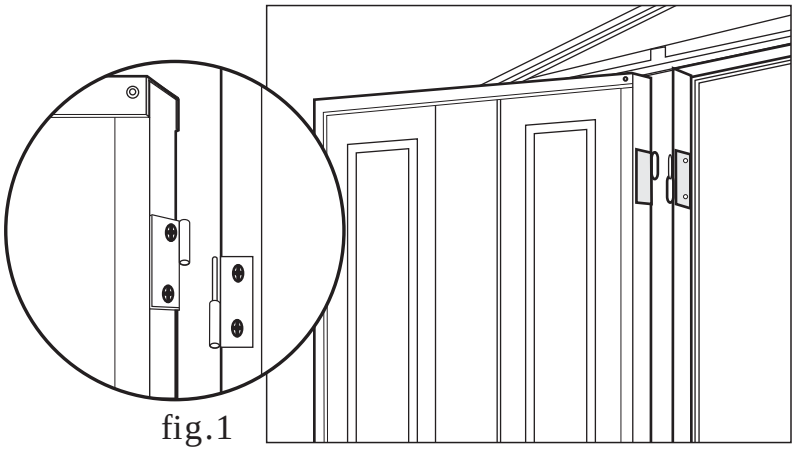

fig.1
1. Attach the doors left and right (see fig.1) with Loose pin hinges on door columns (CDLA) and (CDRA).